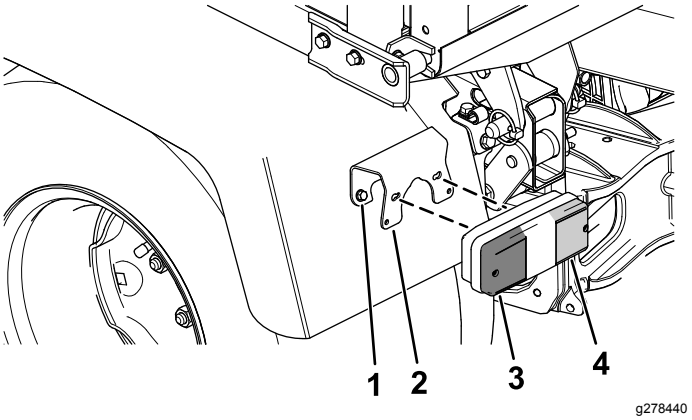

Figura 2
2. Instale a luz de travão/sinalização traseira ao para-choques utilizando o suporte e dois parafusos (Figura 2).
Nota: Certifique-se de que as lentes vermelhas (luz de travão) são posicionadas para o interior e as lentes âmbar (luz de sinalização) são posicionadas para fora (Figura 2).